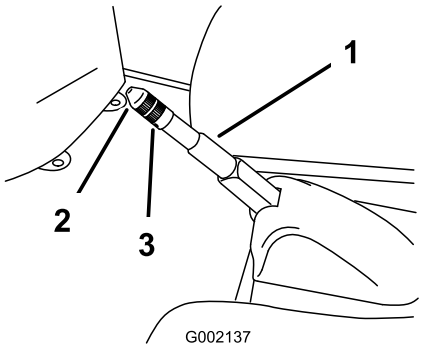

Figur 45
2. Løsn sætskruen, der holder skruen fast til parkeringsbremsehåndtaget (Figur 45).